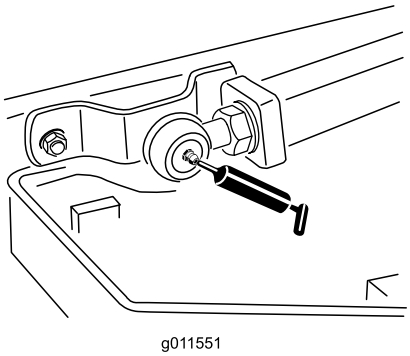

Figuur 42
- Kogelverbindingen van hefarm (2) (Figuur 42)